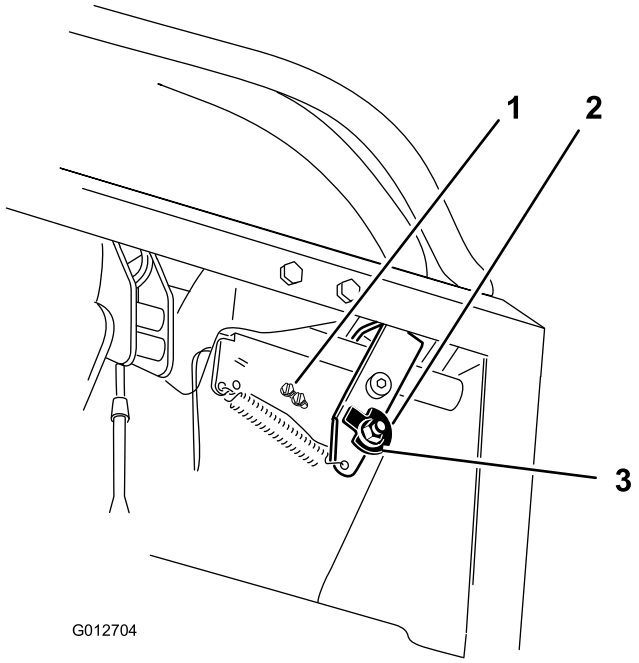
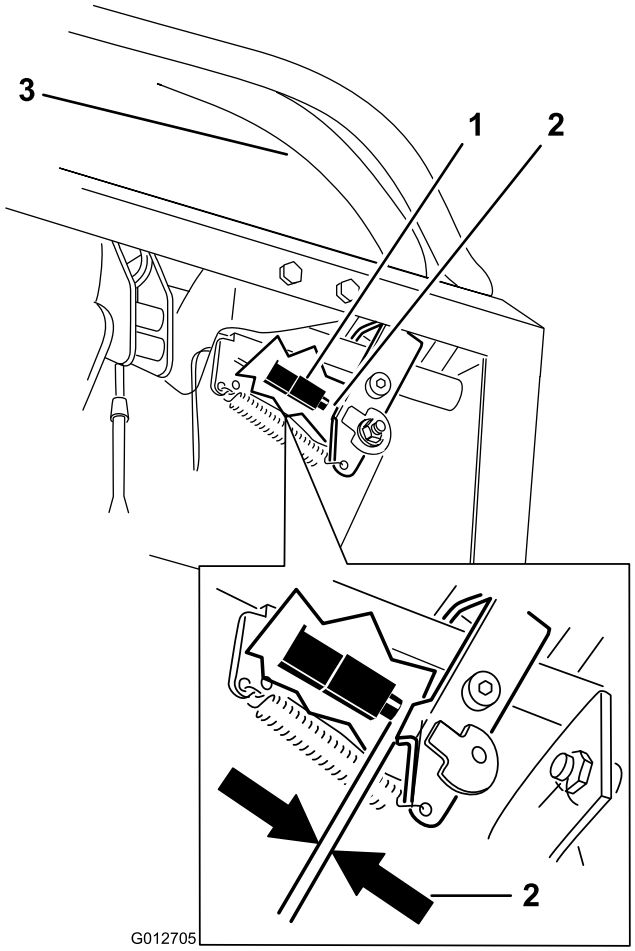

Figur 68
Figur 69
7. Løsne mutteren som holder kammen (Figur 68).
10. Kontroller mellomrommet mellom kontrollspaken og bryteren som vist i Figur 69. Mellomrommet må være på 3 mm når høyre bevegelseskontrollspak står i nøytral, ulåst stilling.
11. Hvis nødvendig, løsne skruene som holder bryteren og juster bryteren (Figur 68 og Figur 69).